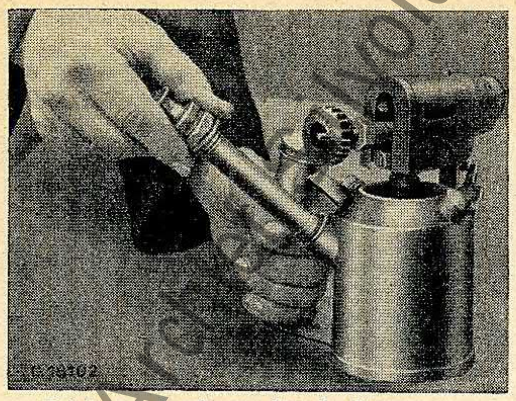
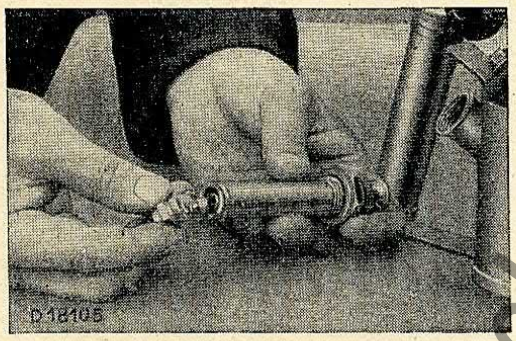

Bild 6: Ausbau der Luftpumpe
Bild 7: Auswechseln des Pumpenventils
7. Pumpenkolben wird herausgetrieben und Brennstoff tritt in Pumpenzylinder. **Lampe sofort außer Betrieb setzen,** Pumpe herausschrauben (Bild 6) und Pumpenventil reinigen. Wenn nötig ersetzen oder Ventildichtung erneuern (Bild 7/8).